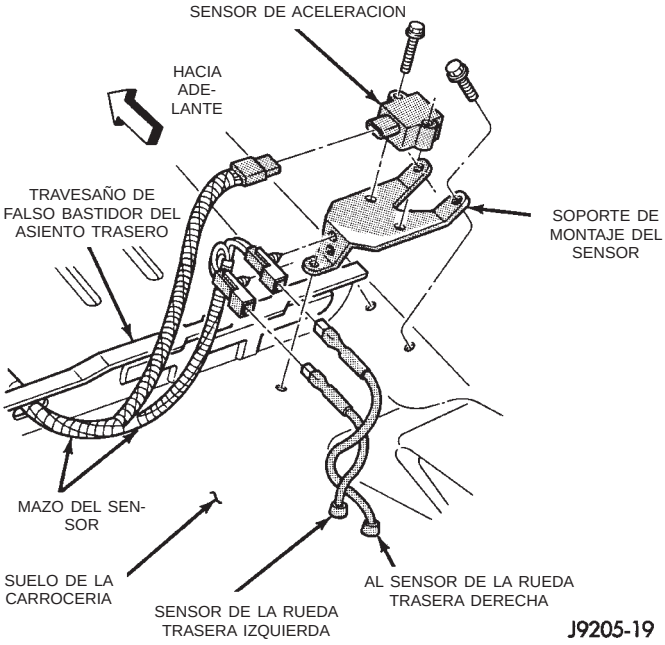

Fig. 8 Conexiones del sensor trasero y el conmutador de aceleración
(1) Eleve y pliegue el asiento trasero hacia adelante para acceder a los conectores de sensores traseros (Fig. 8).
(2) Desconecte los sensores en los conectores del mazo trasero.
(3) Empuje las arandelas de goma y los cables del sensor a través del suelo de la carrocería.
(4) Eleve el vehículo.
(5) Desconecte los cables de sensores en los conectores del eje trasero.
(6) Retire el conjunto de rueda y neumático.
(7) Retire el tambor de freno.